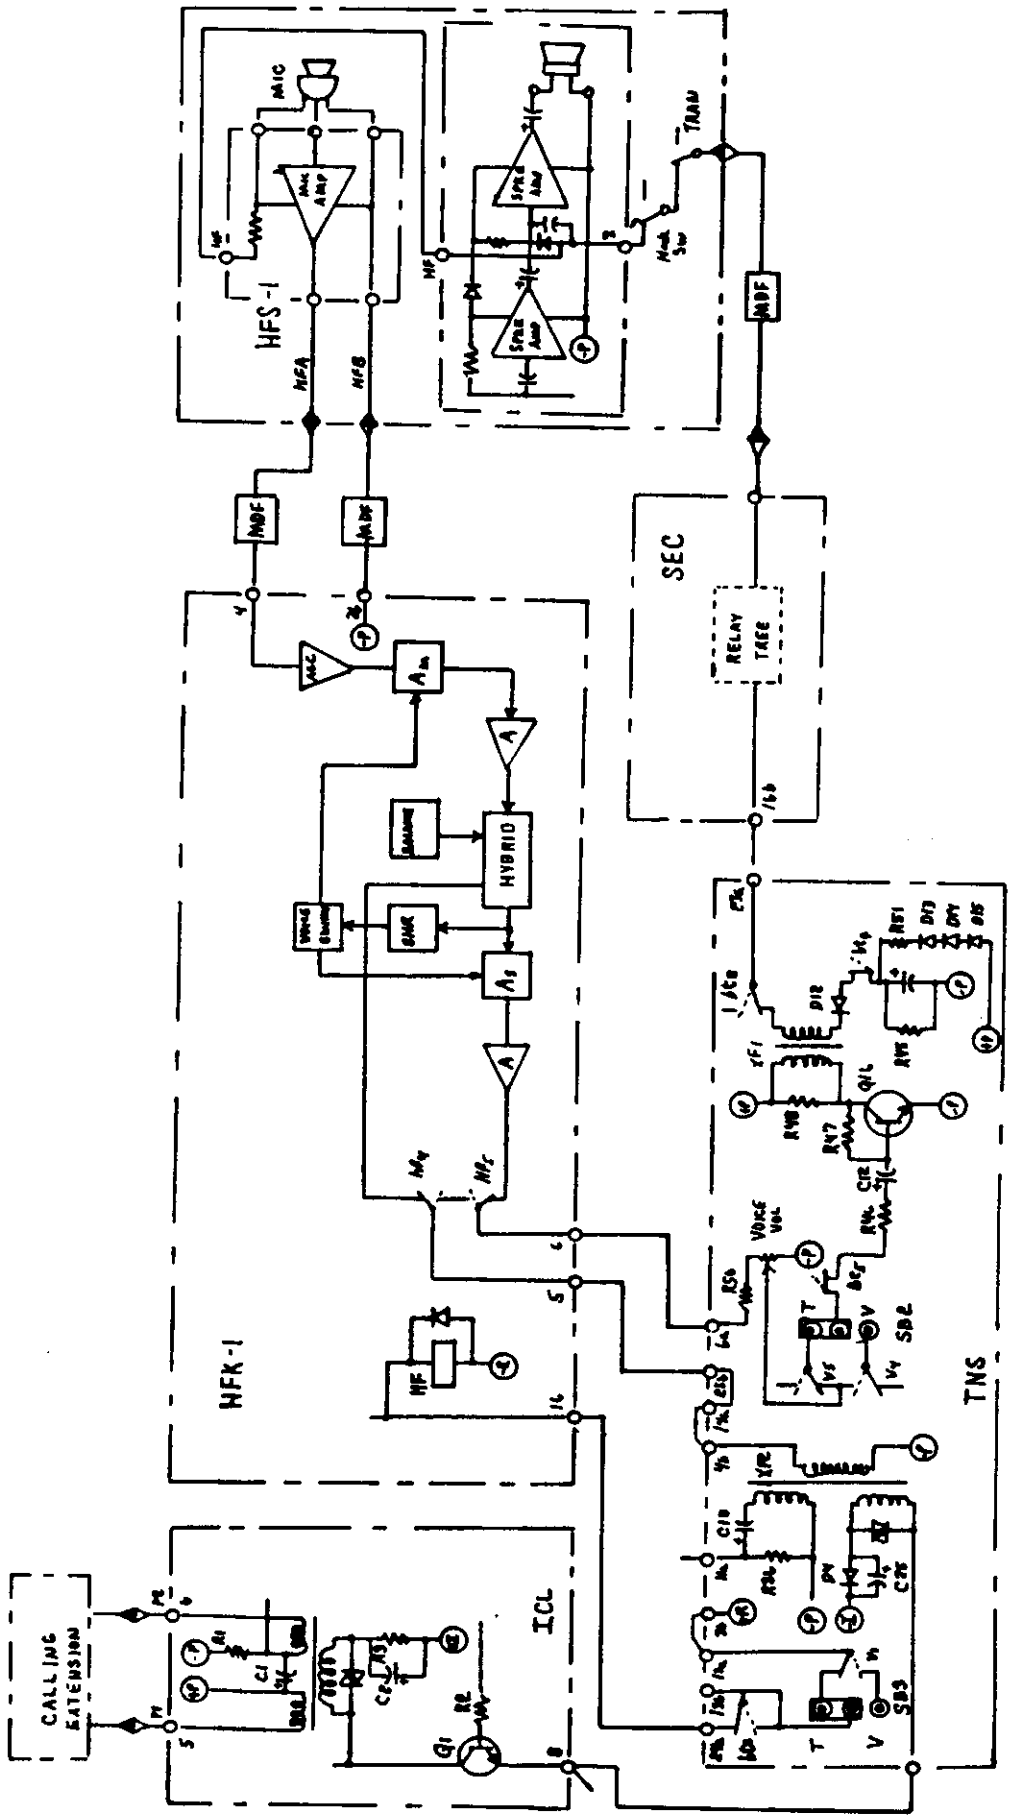

Figure 2 Voice Connection Between Calling and Answering Extension when HF is Operated.
a. The output of the Called Extension Mic Amplifier is connected through the HFK-1 circuit card to the Calling Extension by the circuit illustrated in Figure 2.
b. The Hybrid circuit on the HFK-1 circuit card connects the Bi-directional Transmit/Receiver Amplifiers of the HFK-1 to the ICM Voice path. Figure 2 illustrates the function diagram of the HFK-1 circuit card since the electronic operation of the HF circuit is beyond the scope of this discussion.
3.01 Figure 2 illustrates the ZPA-B operating circuit. Refer to Section 4004 for detailed schematic of the ZPA-B.